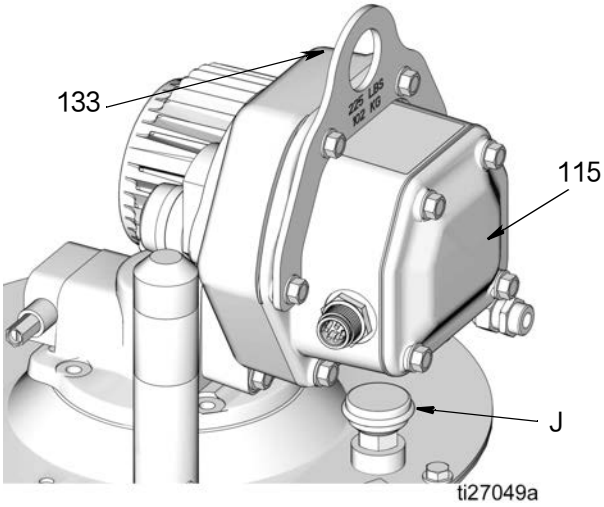

图 9
注意：正确将泵安装到 Graco 料桶后，呼吸器 (J) 将低于控制箱 (115)，如图 9.